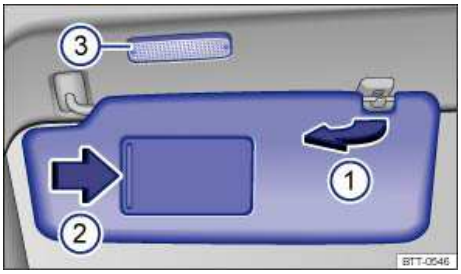

Fig. 76 Sun visor.
- Lift it out of the retaining clip ⇒ fig. 76 (1) and swivel it over toward the door.